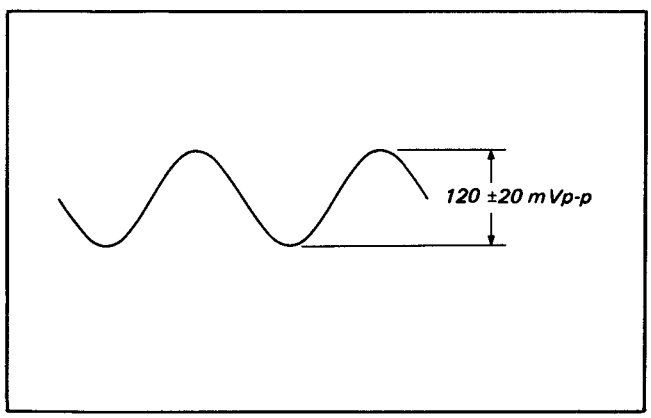
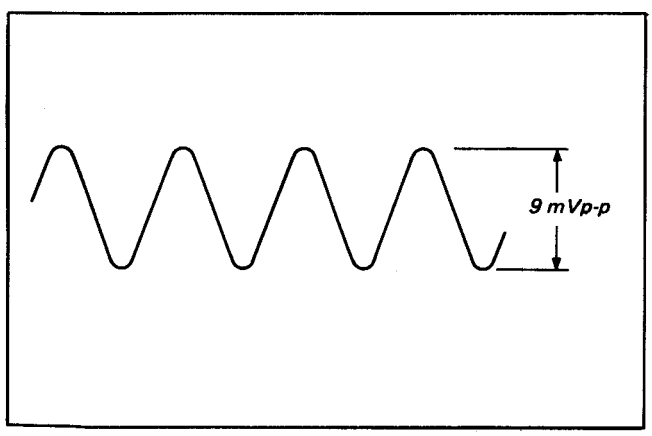

Fig. 3-19
Fig. 3-20 AFM recording current adjustment
1) Connect the oscilloscope to RP-29 board pin ② and confirm that the AFM carrier signal (15 MHz) is 120 ±20 mVp-p. (Fig. 3-19)
2) Reconnect the oscilloscope to RP-29 board pin ⑰.
3) Turn RV501 on the RP-29 board and adjust to 9 mVp-p. (Fig. 3-20)